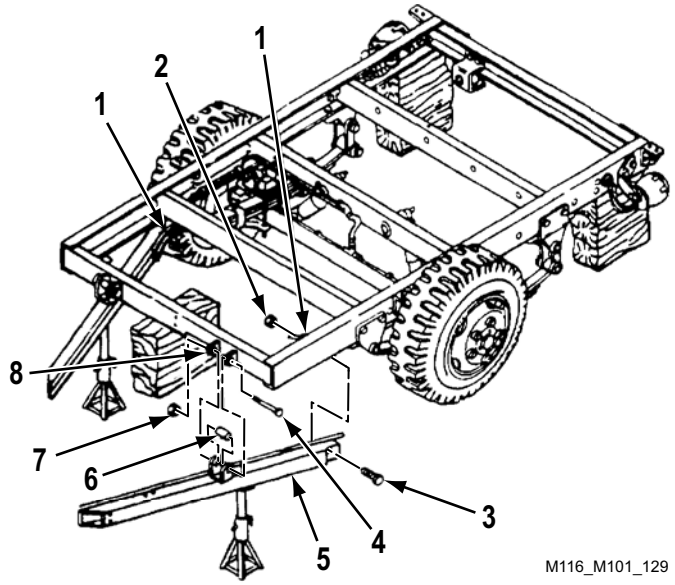

Figure 1. Drawbar Replacement.
5. Pull drawbar (Figure 1, Item 5) forward, away from vehicle, and remove.
6. If replacing drawbar (Figure 1, Item 5), remove data plate.
2. Position drawbar (Figure 1, Item 5) under frame and support with lifting device.
3. Loosely install drawbar (Figure 1, Item 5) on two tow shackles (Figure 1, Item 8) with spacer (Figure 1, Item 6), cap screw (Figure 1, Item 4), and new self-locking nut (Figure 1, Item 7). Torque self-locking nut (Figure 1, Item 7) between 35 – 40 lb-ft (47 – 54 N•m).
4. Loosely install drawbar (Figure 1, Item 5) on front spring hanger (Figure 1, Item 1) with cap screw (Figure 1, Item 3) and new self-locking nut (Figure 1, Item 2). Torque self-locking nut (Figure 1, Item 2) between 140 – 150 lb-ft (190 – 203 N•m).